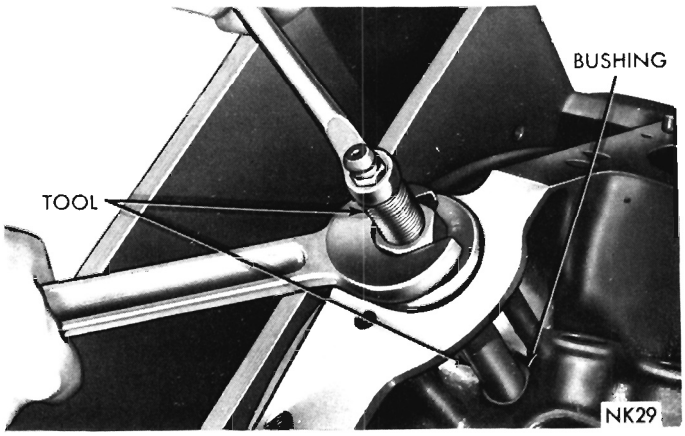

Fig. 38—Burnishing Distributor Drive Shaft Bushing
(3) As the burnisher is pulled through the bushing by tightening the puller nut, the bushing is expanded tight in block and burnished to correct size, (Fig. 38). **DO NOT REAM THIS BUSHING.**